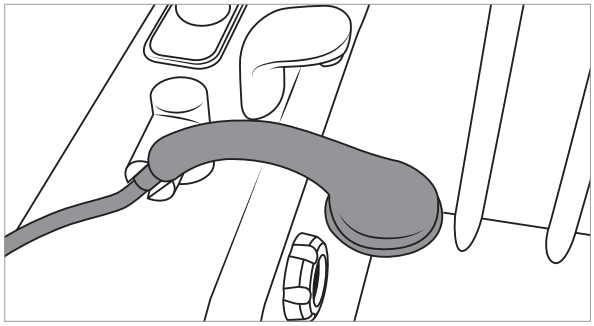
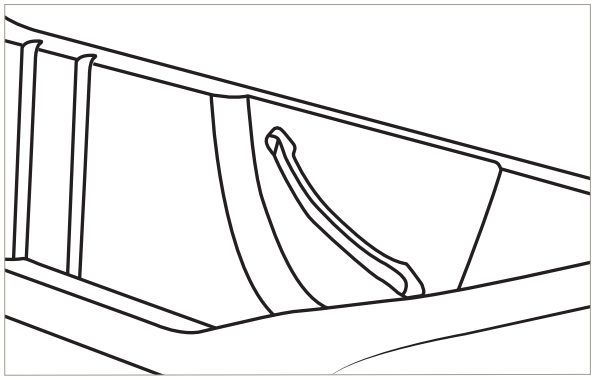

Afbeelding 78
Afbeelding 79
1. Controleer de houder van de douchehandgreep; zie Afbeelding 78. Controleer dat handgrepen (Afbeelding 79) en andere bevestigingen stevig zijn bevestigd en niet loszitten.